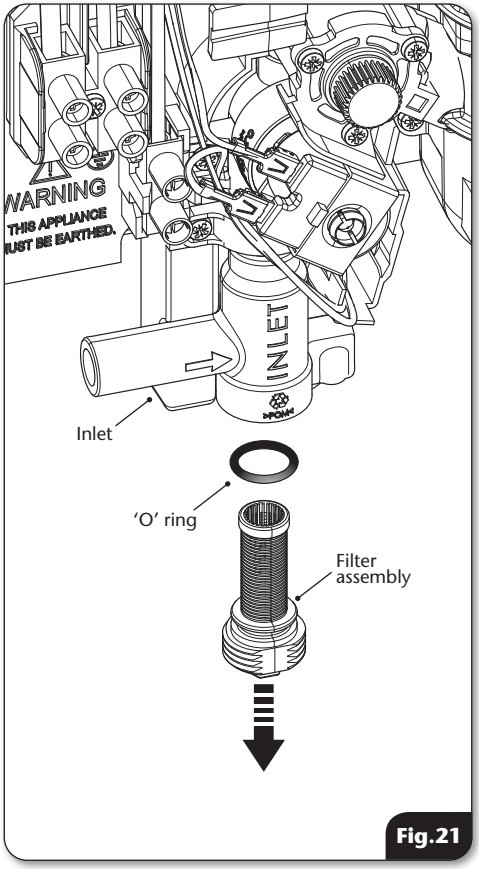

Fig.21
- The inlet filter is situated inside the water inlet fitting **(fig.21)**.